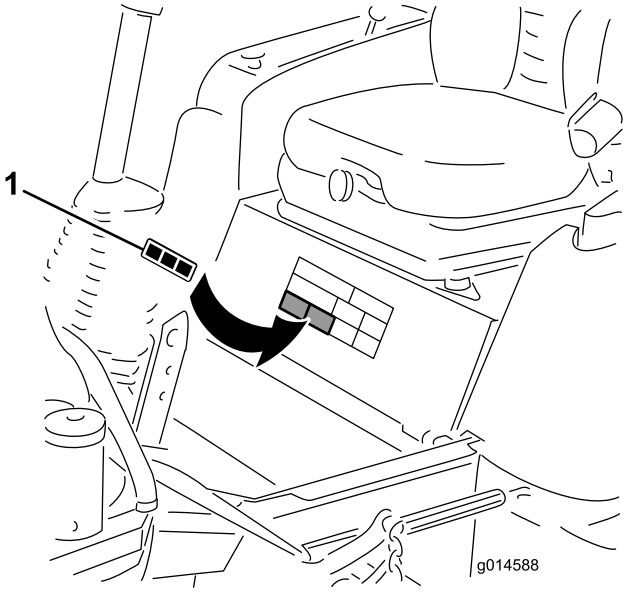

Figur 9
1. Rengjør området hvor sikkerhetsmerket skal monteres grundig (Figur 9).